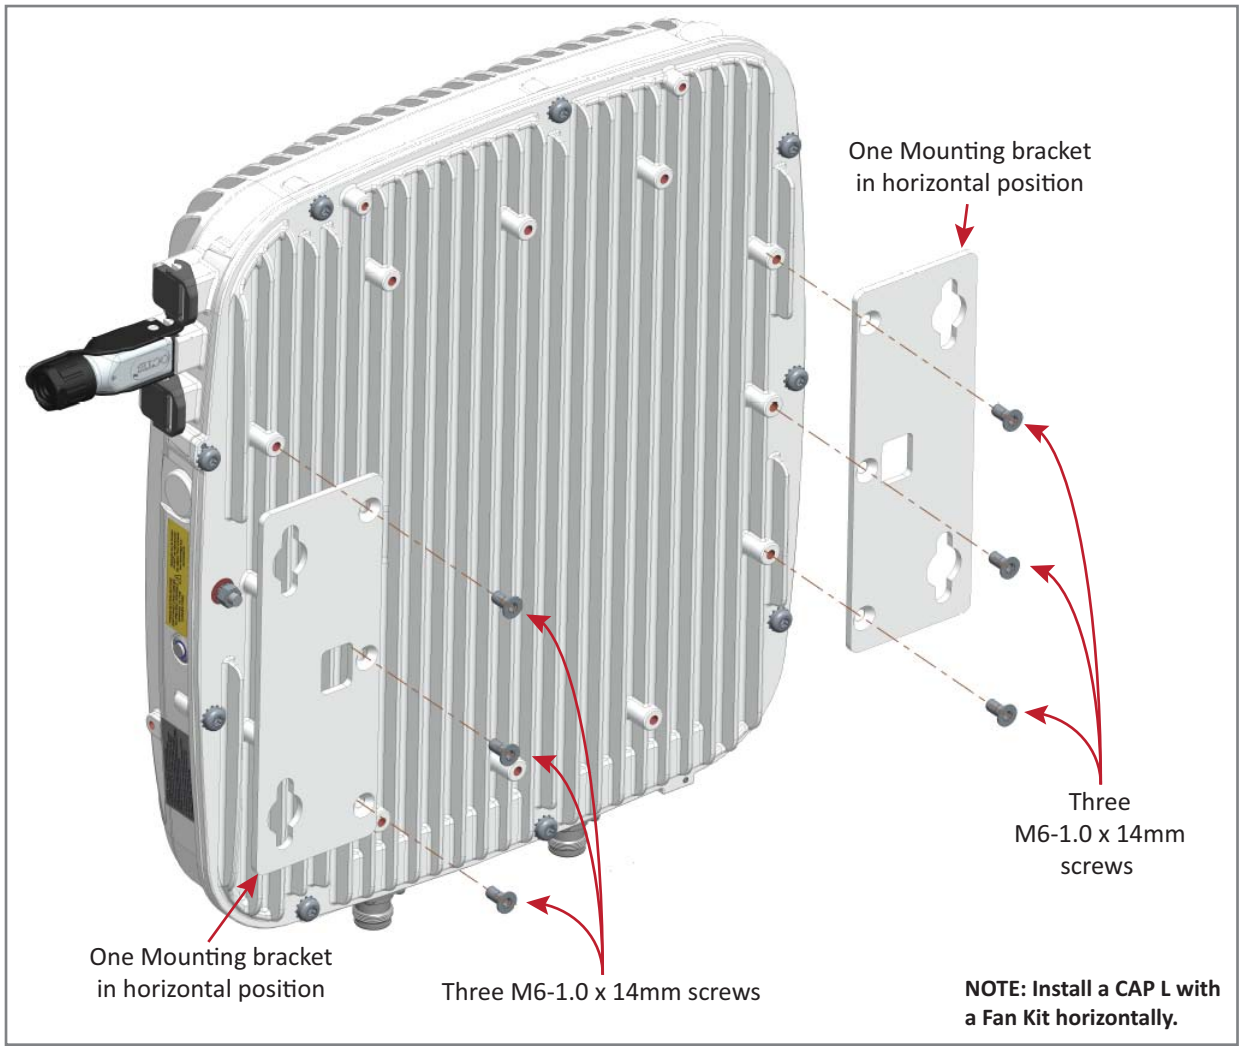

Figure 9. CAP L (No Fan Kit) with Flat Mounting Bracket Kit (PN 7774353-xx)
5. Attach the two mounting brackets to the back of the CAP L enclosure as described below and as shown in Figure 9 (CAP L with a Fan Kit) and Figure 10 on page 27 (CAP L without Fan Kit).